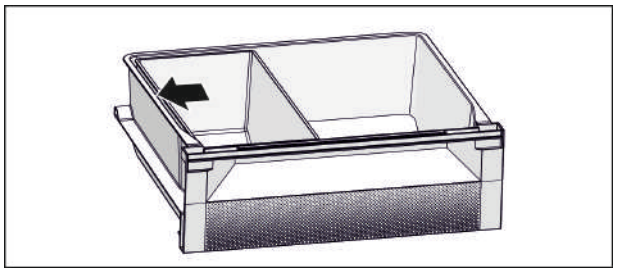

Fig. 7
- ▶ Para una función de refrigeración óptima: Coloque la bandeja Fish & Seafood como se muestra (consulte Fig. 7) .